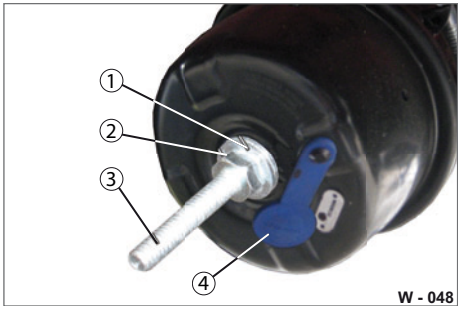

Abb. 48 Feder entspannen
- ▶ Schieben Sie die Unterlegscheibe (Abb. 48/1) auf.
- ▶ Drehen Sie die Sechskantmutter (Abb. 48/2) auf die Löseschraube (Abb. 48/3) auf.
- ▶ Drehen Sie die Sechskantmutter (Abb. 48/2) herunter.
- ▶ Ziehen Sie die Unterlegscheibe (Abb. 48/1) ab.
- ▶ Drehen Sie die Löseschraube (Abb. 48/3) um 90° und nehmen Sie diese heraus.